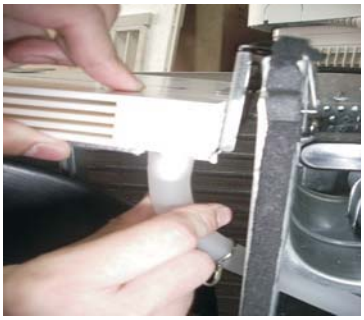

Fig.21
2、Pull out the connecting pipe （Fig.21）.